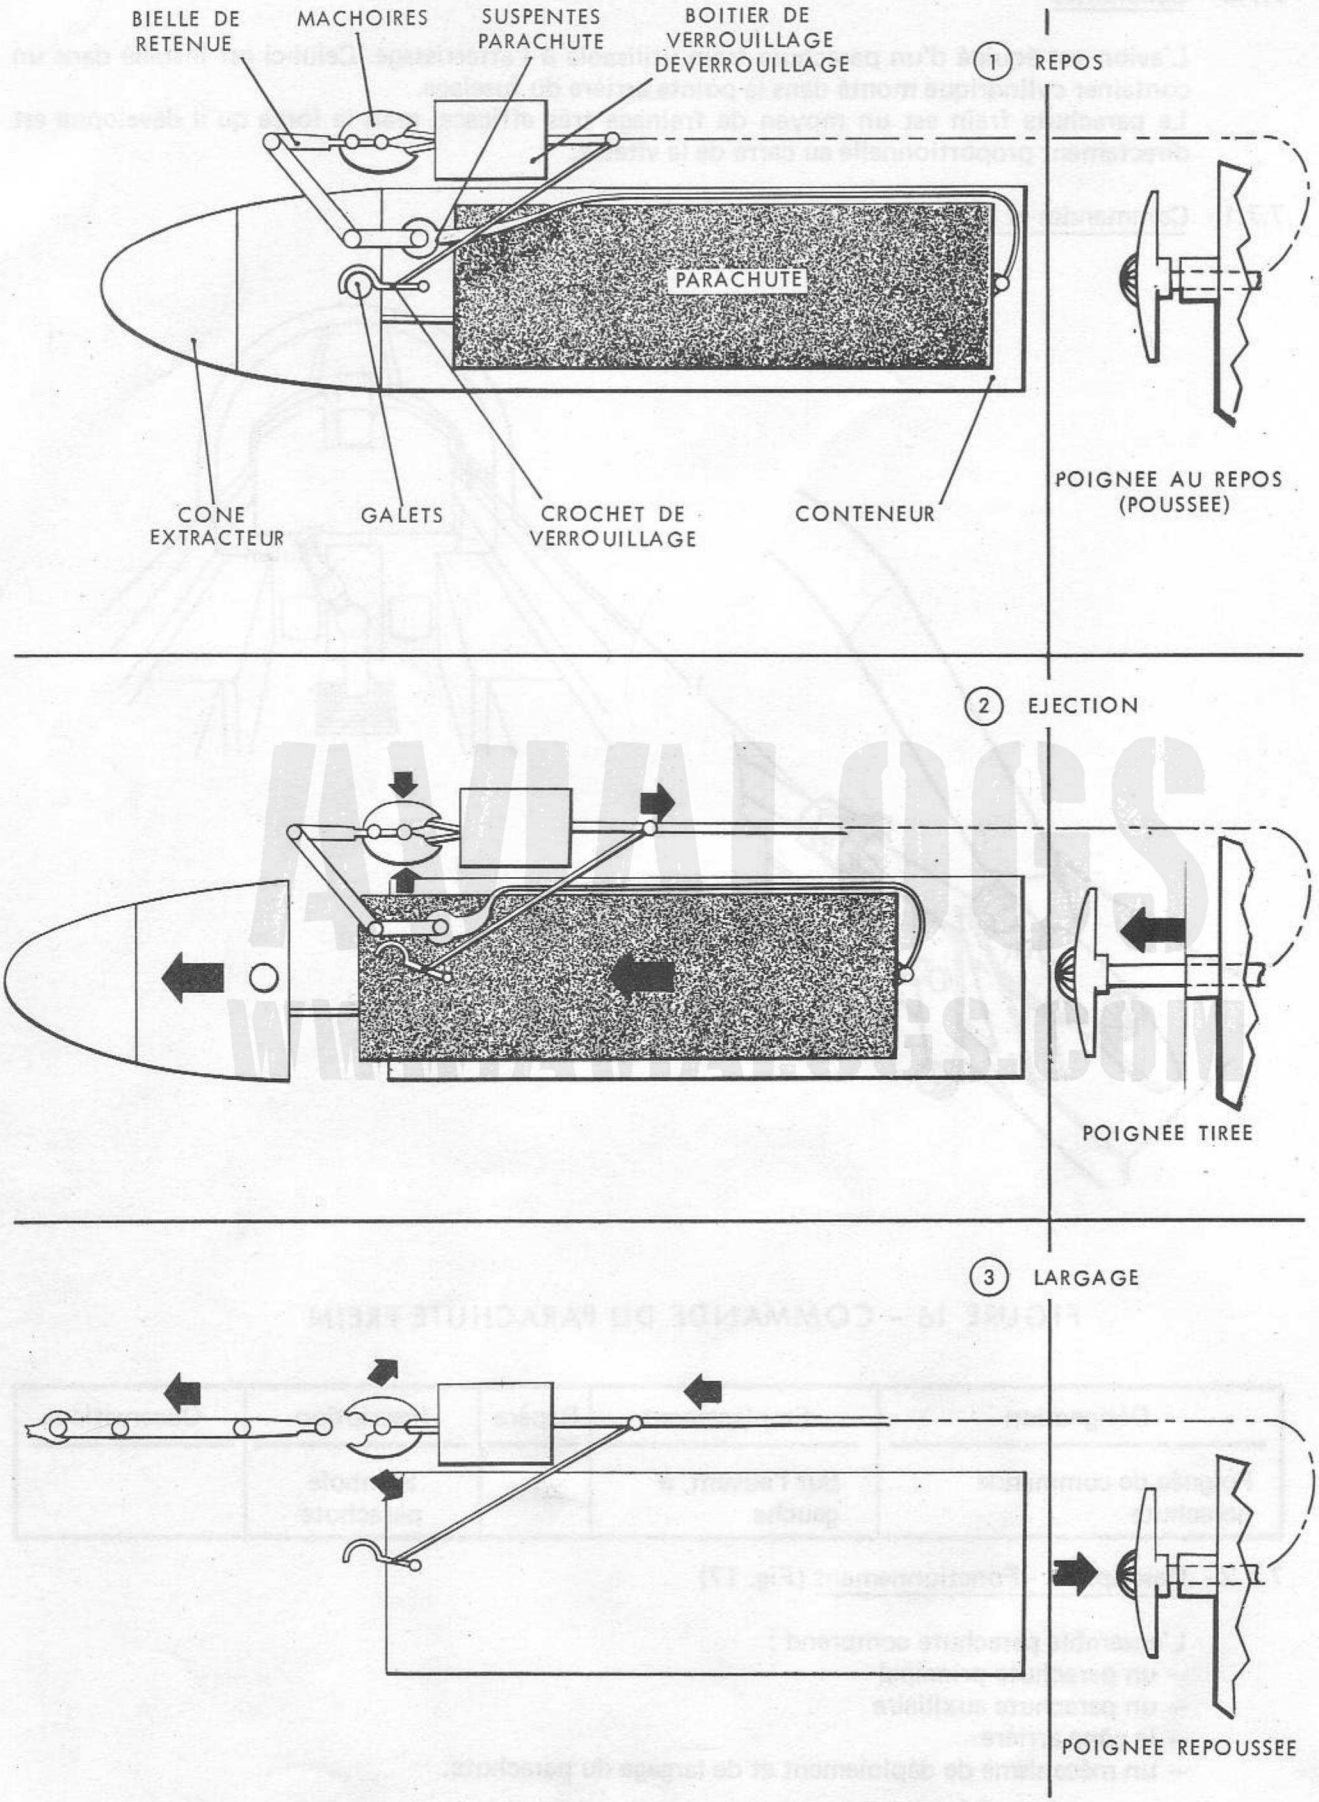

FIGURE 17 - PARACHUTE FREIN
7.7.2 - Description - Fonctionnement (Fig. 17)